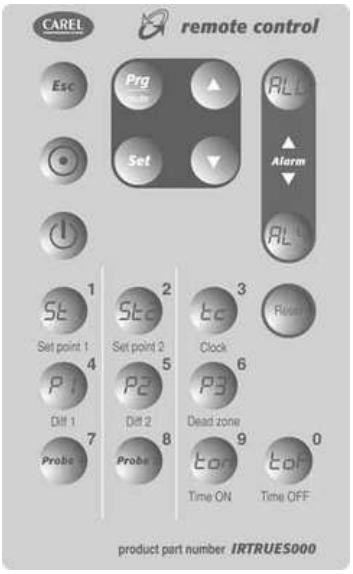

Fig. 3.o
- Direct display/editing of the most common parameters (Fig. 3).